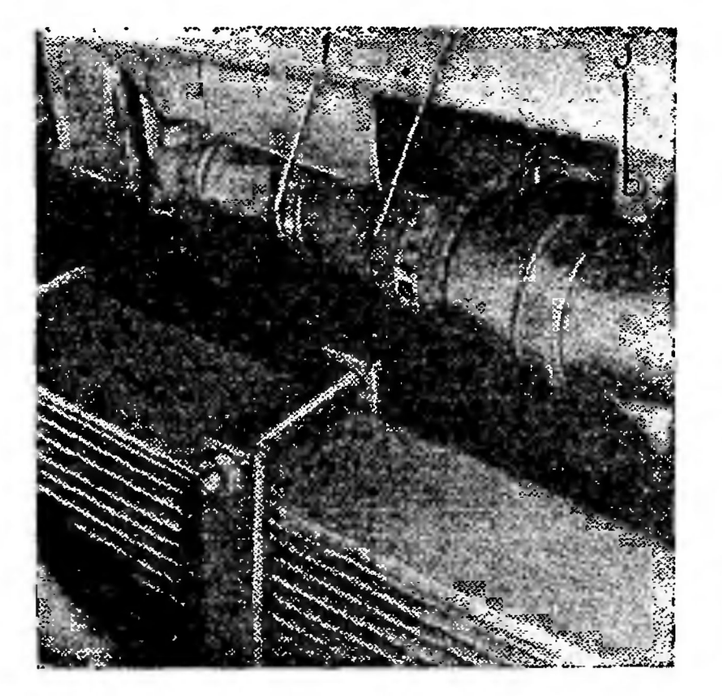

Рис. 16. Снятие патрубка радиатора водяного насоса:
3. Отсоедините патрубок *2* (рис. 16) от водяного насоса	Торцовый ключ 13×17
12. Ослабьте хомут *1* (см. рис. 16) и отсоедините патрубок *2* от радиатора	Отвертка
21. Подсоедините к радиатору патрубок *2* (см. рис. 16) и закрепите его хомутом *1*	Отвертка